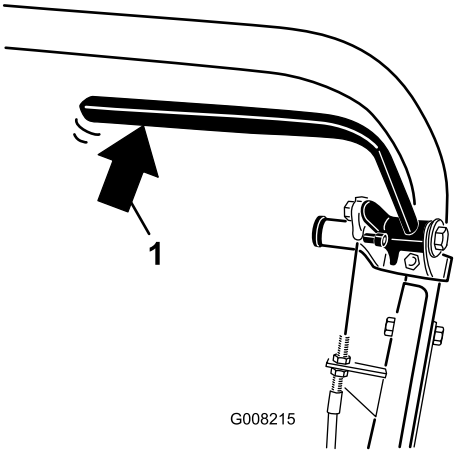

Figur 35
2. Tryck baktill på driftsbromsspaken med en fjädervåg (Figur 35). Parkeringsbromsen ska frigöras när en kraft på 13,5 till 18 kg har uppnåtts. Om parkeringsbromsen frigörs innan en kraft på 13,5 till 18 kg har uppnåtts måste bromskabeln justeras. Gå vidare till steg 3.